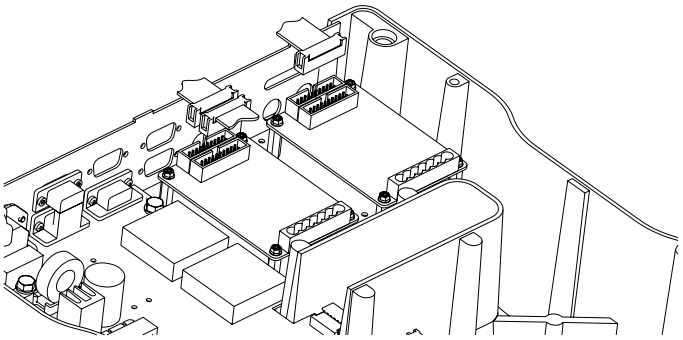

Figure 2-14: Setpoint and Analog Output Option Mounting
2. Remove the (6) 38-31-8710 M5 x 0.8 x 10 mm screws from the enclosure bottom plate and set it aside.
5. Install the (4) aluminum standoffs in the holes with the (4) screws on the underside of the bracket (labeled ETH).
6. Position the Analog Output Option Board on the standoffs so the ribbon cable points towards the notch on the option-mounting bracket. Install the (4) hex nuts to secure the option board.
9. Install the option-mounting bracket in the Model 675 enclosure. Refer to page 2-6 for option mounting bracket installation instructions. Refer to Figure 2-14 for a reference to installed options.
13. Remove the (6) 38-31-8710 M5 x 0.8 x 10 mm screws from the enclosure bottom plate and set it aside.
16. Install the (4) aluminum standoffs in the holes with the (4) screws on the underside of the bracket (labeled ETH).
17. Position the Setpoint Option Board on the standoffs so the ribbon cable points towards the notch on the option-mounting bracket. Install the (4) hex nuts to secure the option board.
20. Install the option-mounting bracket in the Model 675 enclosure. Refer to page 2-6 for option mounting bracket installation instructions. Refer to Figure 2-14 for a reference to installed options.